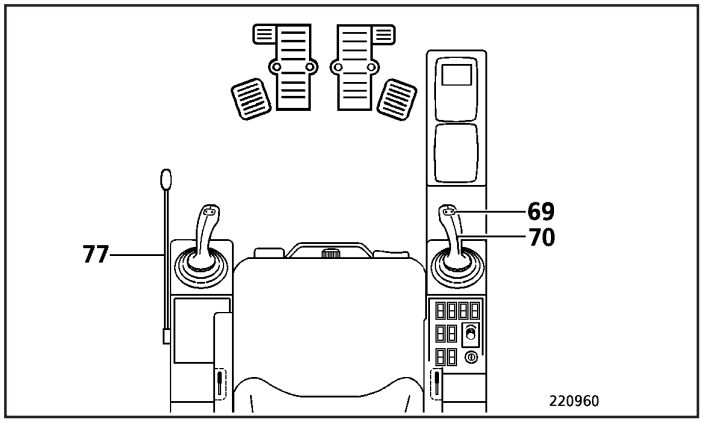

Fig.2
- empurre a alavanca de controle (70, Fig. 2) para a esquerda e mantenha-a nesta posição,
- pressione o botão do interruptor oscilante (69) de controle de giro das garras para a direita e para a esquerda,
- Desligue o controle da válvula-piloto atuando sobre a alavanca (77).